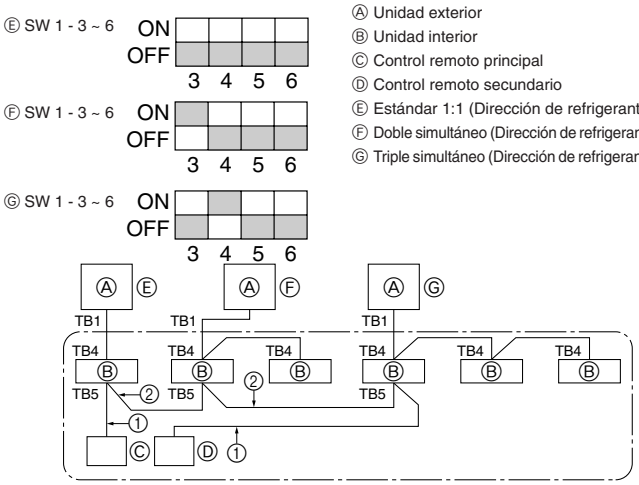

Fig. 9-1
① Fuente de alimentación (disyuntor).
② Después de cerrar la válvula de gas, sitúe el interruptor SWP del cuadro de control de la unidad exterior en posición ON. El compresor (unidad exterior) y los ventiladores (unidad interior y exterior) se ponen en marcha y empieza el proceso de recuperación del refrigerante. Los indicadores LED1 y LED2 del cuadro de control de la unidad exterior están encendidos.
③ Dado que la unidad se para automáticamente al cabo de dos o tres minutos después de terminar el proceso de recuperación del refrigerante (LED1 y LED2 están encendidos), asegúrese de cerrar rápidamente la válvula de parada de gas. Cuando los indicadores LED1 y LED2 estén encendidos y la unidad exterior esté parada, abra completamente la válvula de parada de líquido y repita el paso tres al cabo de ② minutos.
④ Corte la corriente (disyuntor).
9. Sistema de control (Fig. 9-1)
9. Controllo del sistema (Fig. 9-1) 49